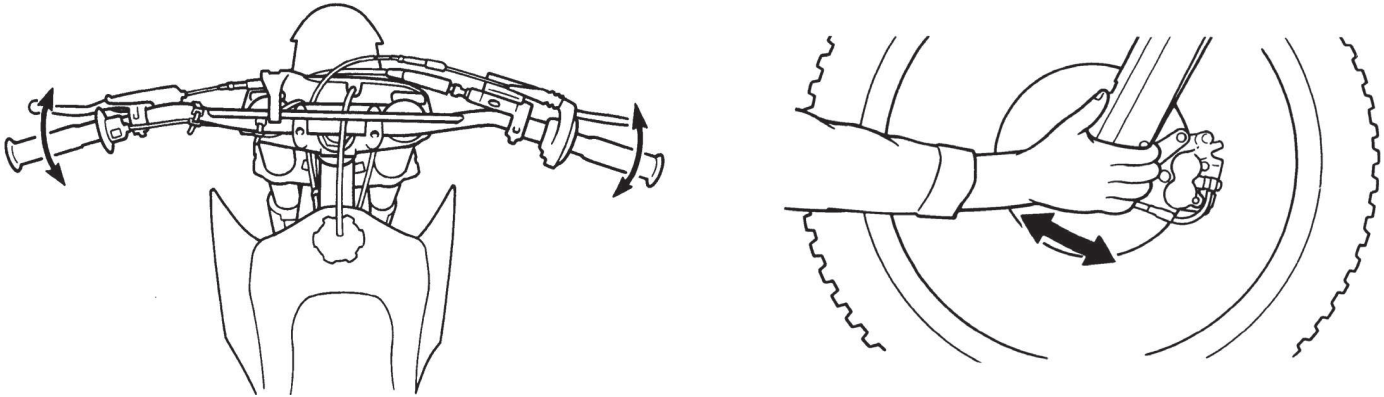

Рисунок 5.30. Проверка рулевой колонки
2. Встаньте перед питбайком. Возьмитесь за вилку (в районе передней оси) и потяните вилку по направлению к двигателю, и обратно (рис. 5.30) несколько раз. Если подшипники изношены, вы почувствуете люфт или даже услышите щелчок / глухой удар.